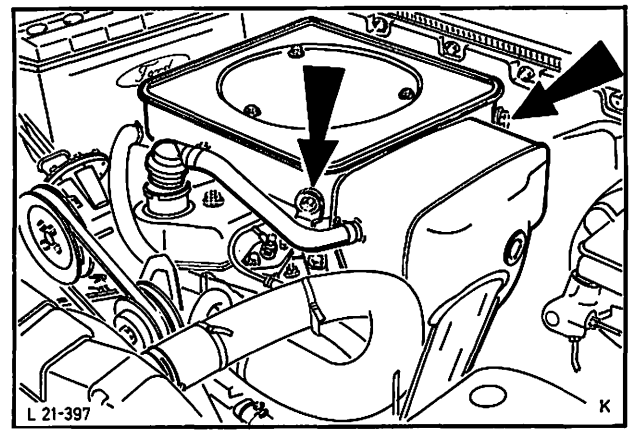

Abb. 140 Ansauggeräuschdämpfer
1. Massekabel – Batterie abklemmen und Ansauggeräuschdämpfer ausbauen, Abb. 140.